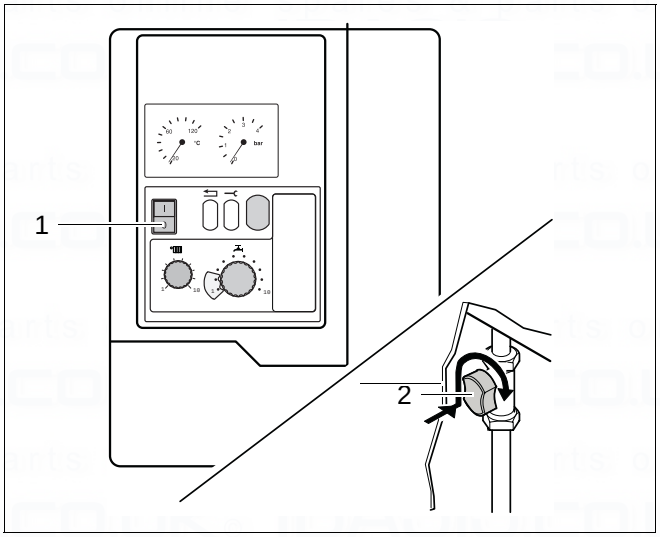

Fig. 11 Mains switch, gas service valve
- Push the mains power switch (fig. 11, item 1) to “**0**”.
- Close the gas service valve by turning it clockwise (fig. 11, item 2).